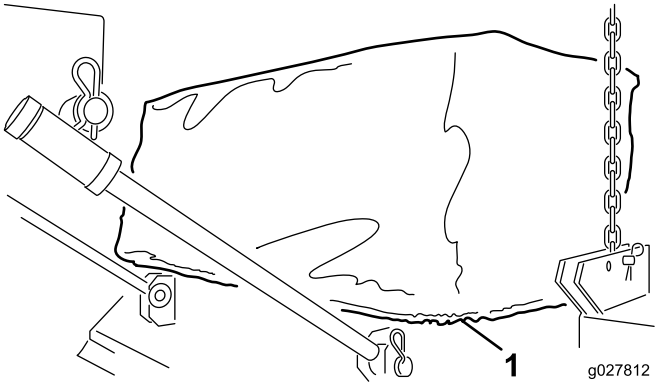

Figuur 4
4. Monteer de canvas ring rond het lipje van de Versa-Vac en de dekopeningen (Figuur 4).